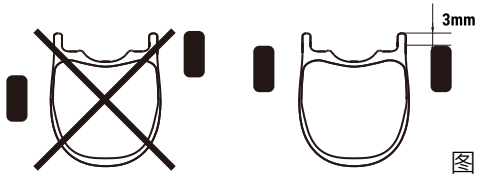

图 10
2. 安装及调整剎车块时，确保剎车块位置保持在轮圈上缘往下至少3mm距离，如图 10所示，